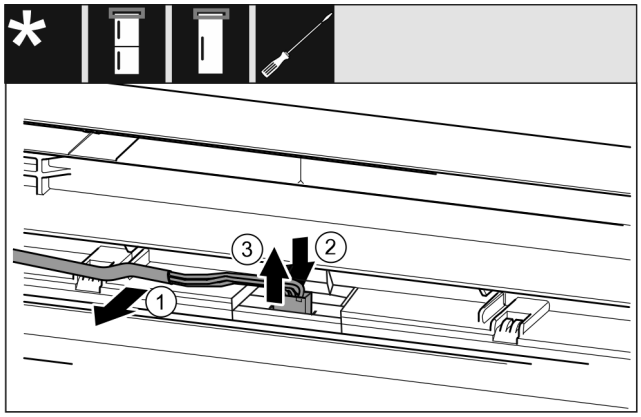

*Fig. 24 Kombinace chladničky s mrazničkou / mrazničky / chladničky**
▶ Kabel *Fig. 24 (1)* opatrně uvolněte z vedení ve dveřích.*
▶ Zatlačte lamelu *Fig. 24 (2)* za zástrčkou směrem dozadu.*
▶ Zástrčku *Fig. 24 (3)* opatrně vytáhněte směrem nahoru.*